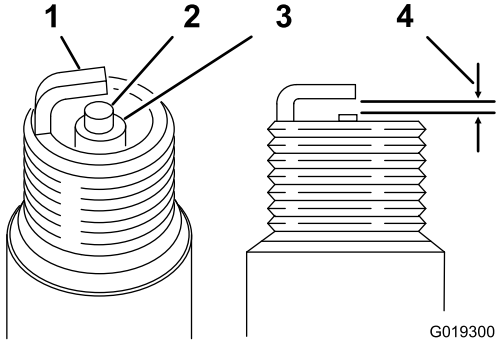

Figur 27
3. Pass på at elektrodeavstanden er korrekt (Figur 27).